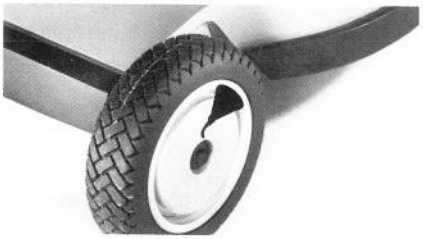

Afbeelding 25
1. Na iedere 25 gebruiksuren en aan het einde van het seizoen brengt u 2 à 3 druppels olie op de weillagers aan (Afb. 25). Draai de wielen in het rond om de olie te verdelen.